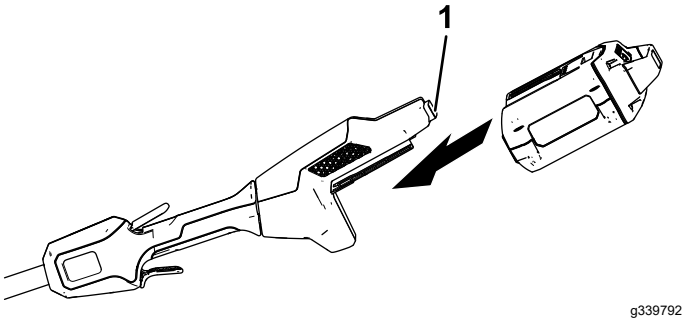

Figura 10
2. Alinee el hueco de la batería con la lengüeta del alojamiento del mango (Figura 10).
3. Introduzca la batería en la empuñadura hasta la batería encaje en el cierre (Figura 10).